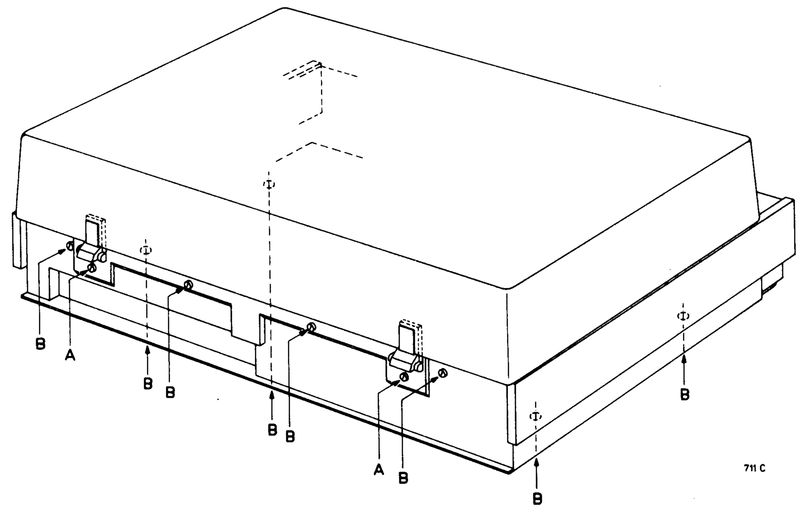

Fig. 1
- To remove the plastic cover from the set, screws "A" must be removed, after which the hinges can be pulled vertically out of the hinge holders (Fig. 1).
- The upper deck, including the pick-up, can be separated from the chassis by removing screws "B" (Fig. 1).
- Pour pouvoir détacher le couvercle plastique du restant de l'appareil, il suffit de dévisser les vis "A", ce qui permet d'extraire à la verticale les charnières de leur douille (fig. 1).
- Dévisser les vis "B" afin de pouvoir séparer la platine de montage - platine tourne-disque comprise - du châssis (fig.1).
- Per staccare il coperchio di plastica dall'apparecchio, basta svitare le viti "A" il chè, permette di togliere alla verticale le cerniere dalle loro bussole (fig. 1).
- Svitare le viti "B" per poter staccare la piastra di montaggio - piastra giradischi compresa - dal telaio (fig. 1).
- Om de plastic bovenkap te scheiden van het apparaat dienen de schroeven "A" verwijderd te worden, waarna men de scharnieren vertikaal uit de scharnierhouders kan trekken (fig. 1).
- Het bovendek inclusief PU kan men van het chassis scheiden door de schroeven "B" te verwijderen (fig. 1).
- Löse zum Entfernen der Kunststoffhaube vom Gerät Schrauben "A" und ziehe die Scharniere senkrecht aus den Scharnierhalterungen (Abb. 1).
- Löse Schrauben "B", um die Montageplatte einschliesslich Plattenteller vom Chassis trennen zu können (Abb. 1).